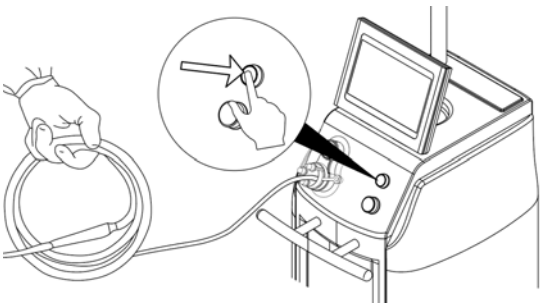

Figure 30 To Shutdown Suction
c. Push the “Suction Off/Stop Docking” button on the front panel to stop fluid suction (Figure 30).